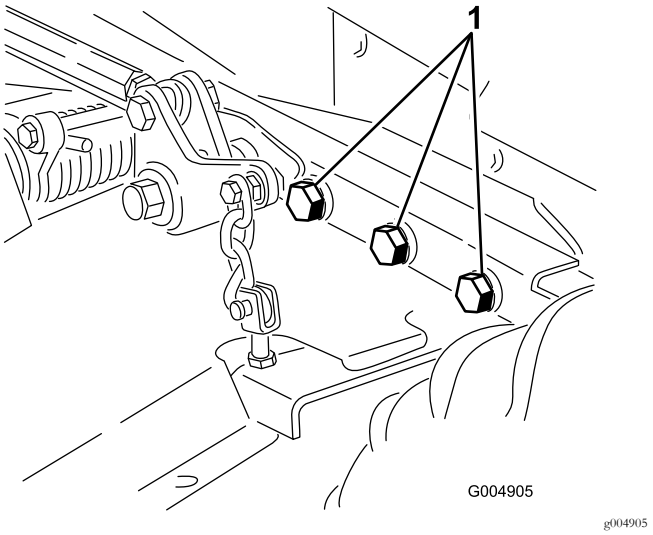

Figur 63
4. Kontrollera alla fästelement och dra åt dem om de är lösa. Dra åt de sex bultarna som håller fast klippdäcksramen på traktorenheten (Figur 63) till ett moment på 359 N·m.